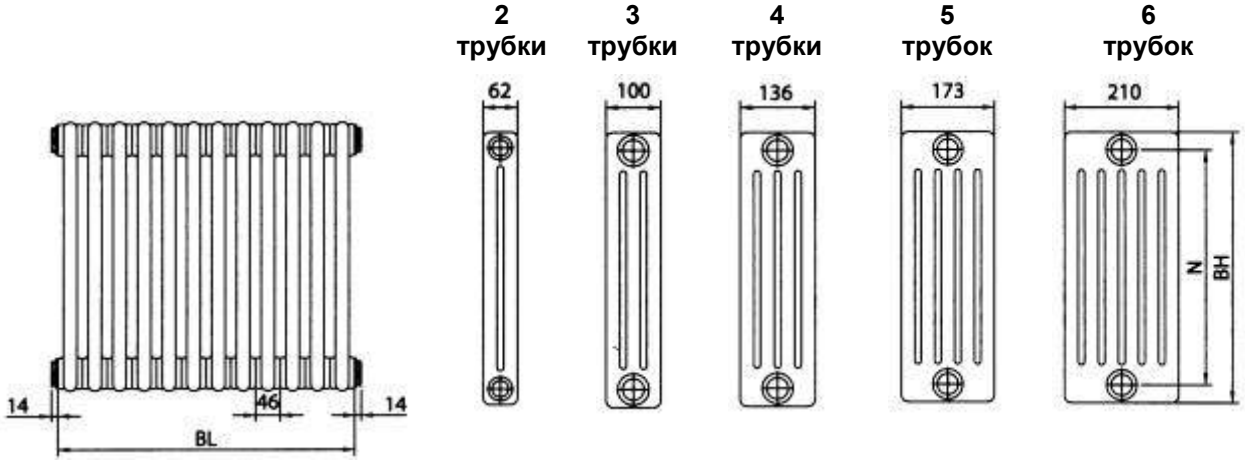

Рис. 1.2. Номенклатурный ряд радиаторов «Zehnder Charleston»
1.5. Номенклатура радиаторов «Zehnder Charleston» и «Zehnder Charleston Completto» представлена на рис. 1.2 и 1.3 и в табл. 1.1.